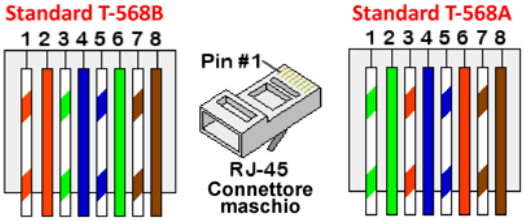

Figura 30: Cablaggio standard
c. Inserire gli otto fili in un connettore RJ45, come descritto *nella Figura 30*.
e. Collegare il connettore Ethernet alla porta RJ45 sulla scheda di comunicazione come illustrato nella *Figura 30*.